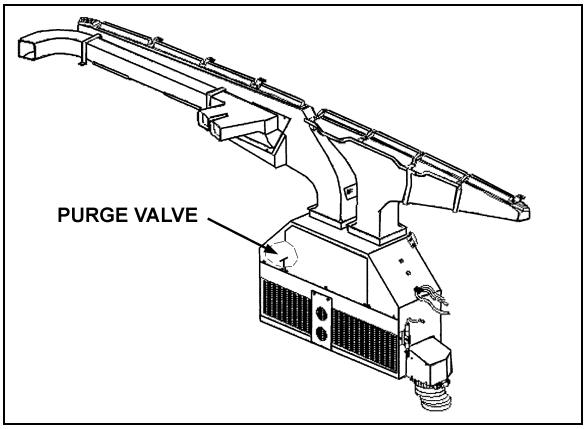

FIGURE 40: DRIVER'S HVAC UNIT 22171PV
4. From inside of vehicle, remove the grill and the access panels. Open the purge valve located inside the HVAC unit on the driver's side (Fig. 40) to ensure an efficient draining.
Whenever the heating system has been drained and refilled, or the system has run low on coolant and coolant has been added, it is necessary to bleed air from heating system. Locate the purge valve illustrated in Figures 40 and 42, and open them momentarily until no air escapes from the lines